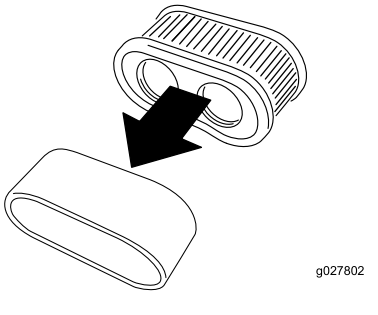

Figur 43
5. Skill skum- og papirelementene (Figur 43).